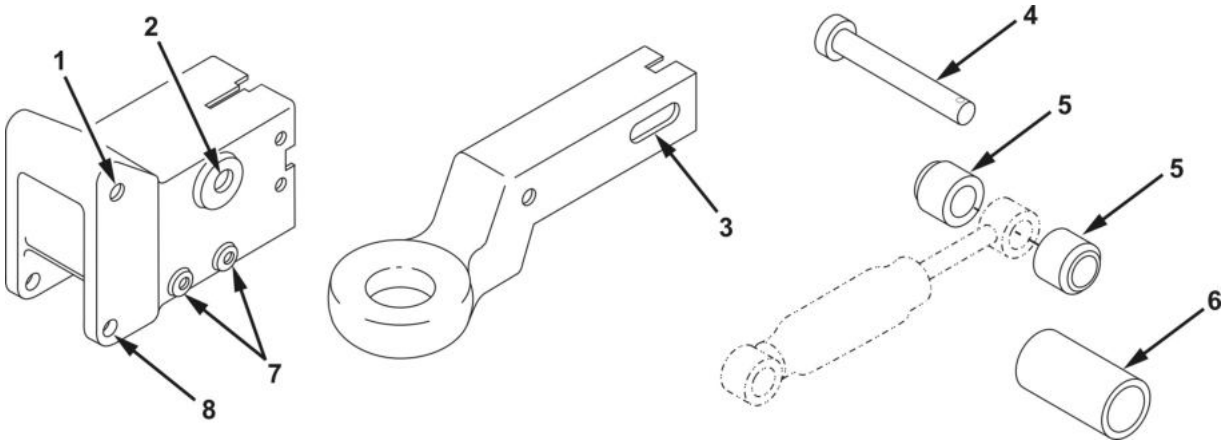

Figure 4. Hydraulic Brake Actuator Cleaning and Inspection.
5. Inspect master pin hole (Figure 4, Item 2) for wear. If hole diameter exceeds 1.06 in. (26.92 mm), replace outer case assembly.
6. Inspect front roller pin hole (Figure 4, Item 1) for wear. If hole diameter exceeds 0.75 in. (19.1 mm), replace outer case assembly.
7. Inspect master pin (Figure 4, Item 4) for grooves. Replace master pin if depth of groove exceeds 0.094 in. (2.38 mm).
9. Inspect roller (Figure 4, Item 6) for any signs of flatness. If any flat spots are evident, replace roller.
10. Measure inner and outer diameter of master rollers (Figure 4, Item 5). Replace master rollers if outer diameter is less than 1.78 in. (45.21 mm) or if inner diameter is greater than 0.94 in. (23.81 mm).
11. Measure inner slide slots (Figure 4, Item 3) at height of lip. Maximum length allowable is 2.25 in. (57.15 mm) and maximum height allowable is 1.125 in. (28.58 mm). Replace hydraulic brake actuator assembly if distortion of slot exceeds limitations.
12. Measure grooves on top inner slide for distance from flat edge to depth of groove. Replace inner slide if groove depth is greater than 0.125 in. (3.18 mm). Check upper roller (Figure 4, Item 6) for proper operation.
14. Measure bolt holes (Figure 4, Item 7 and Item 8). Replace hydraulic brake actuator housing if any bolt holes are more than 0.125 in. (3.18 mm) oversize.